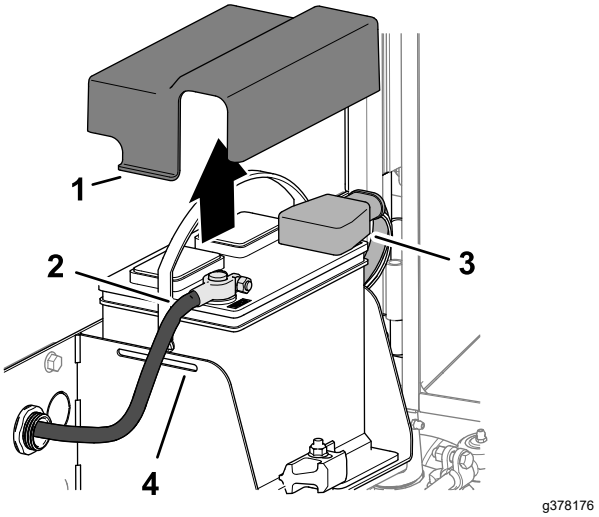

Figur 96
3. Klem siderne af batteridækslet sammen, og afmonter dækslet fra batteribakken (Figur 96).